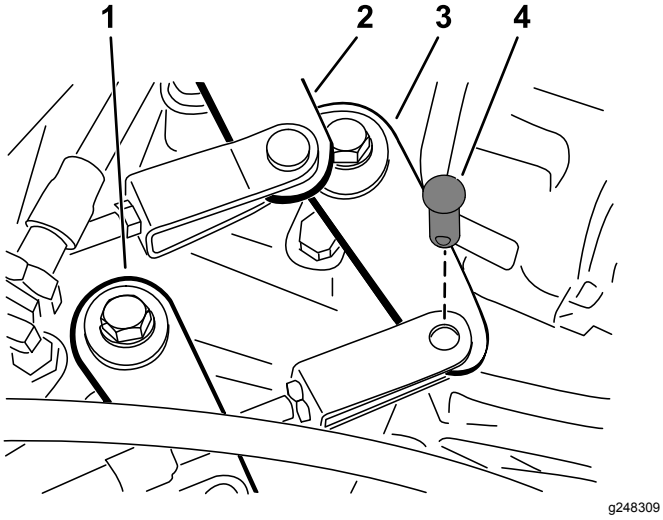

**Bild 44**
2. Nehmen Sie die Lastösenbolzen ab, mit denen die Schaltzüge an den Getriebeschalthebeln befestigt sind (Bild 44).
1. Nehmen Sie den Lastösenbolzen ab, mit dem der Zug (schneller/langsamer Gang) am Getriebe befestigt ist (Bild 44).